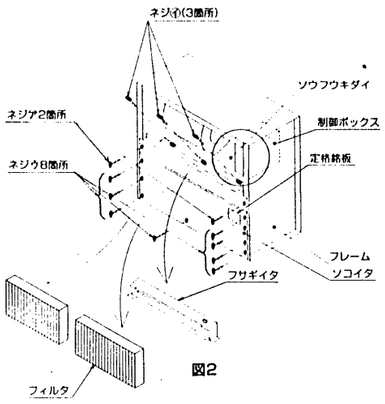

図2
2. 室内ユニット本体よりフィルタを取外し、ネジ止めされているフサギイタを取出してください。(図2参照)